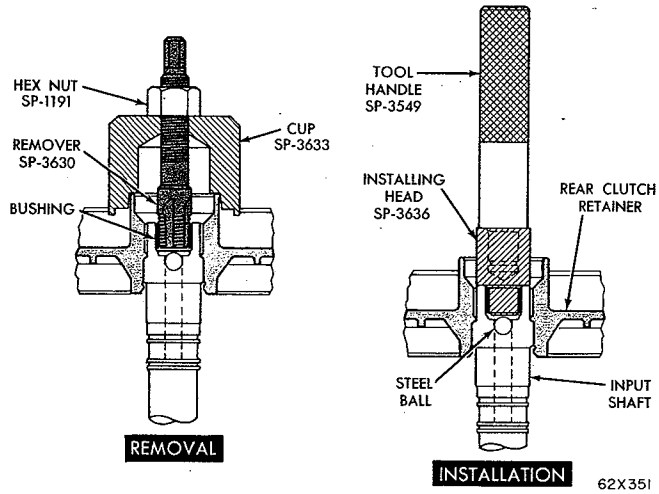

***Fig. 91—Replacing Input Shaft Bushing***
(1) Clamp input shaft in a vise with soft jaws, being careful not to clamp on seal ring lands or bearing journals.
(2) Assemble remover Tool SP-3630, cup Tool SP-3633, and hex nut Tool SP-1191 (Fig. 91).
(3) With cup held firmly against clutch piston retainer, thread remover into bushing as far as possible by hand.
(4) Using a wrench, screw remover into bushing 3 to 4 additional turns to firmly engage threads in the bushing.
(5) Turn hex nut down against cup to pull bushing from input shaft.
(6) Thoroughly clean input shaft to remove chips made by remover threads. Make certain small lubrication hole next to ball in end of shaft is not plugged with chips. Be sure no chips are lodged next to the steel ball.
(7) Slide a new bushing on installing head Tool SP-3636, and start them in the bore of input shaft.
(8) Stand input shaft upright on a clean smooth surface and install handle Tool SP-3549 in the installing head (Fig. 91). Drive bushing into shaft until tool bottoms.
(9) Thoroughly clean input shaft and clutch piston retainer before assembly and installation.